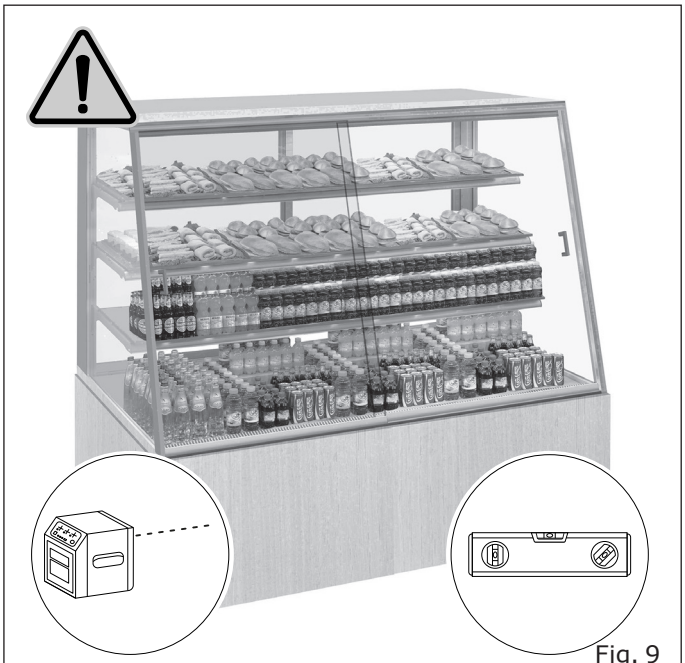

Fig. 9
- Num chão nivelado ("Fig. 9").